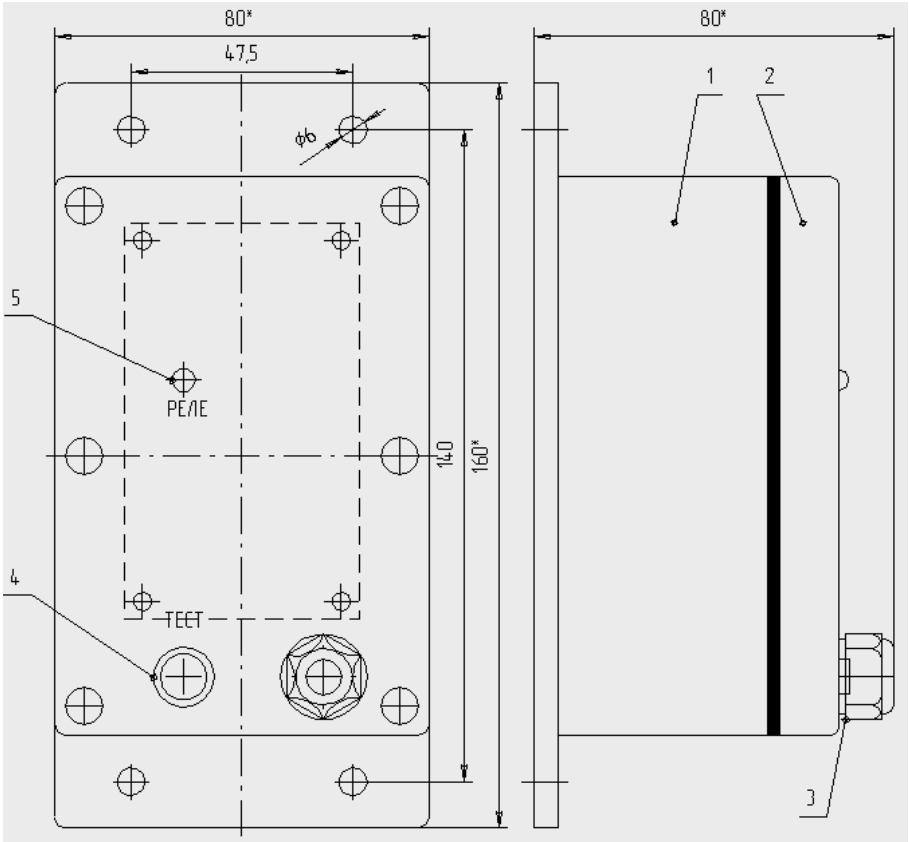

Рис.1. Общий вид устройства.
Общий вид устройства приведен на рис.1. На основании корпуса (1) предусмотрены четыре отверстия для монтажа устройства. Доступ к соединительным клеммам и переключателю выбора уровня номинального напряжения защищаемой сети осуществляется снятием крышки корпуса (2) устройства. Крышка корпуса крепится к основанию четырьмя винтами. Соединительные провода при монтаже